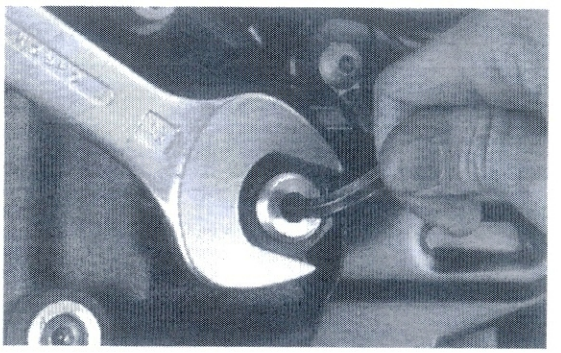

Bild 205
- Am Schwingenloslager (links) Gegenmutter lockern und Lagerzapfen herausdrehen (Bild 205).
- Schwingenlagerzapfen (Bild 205) mit Never Seeze einstreichen und Schwinge nach links ziehen.